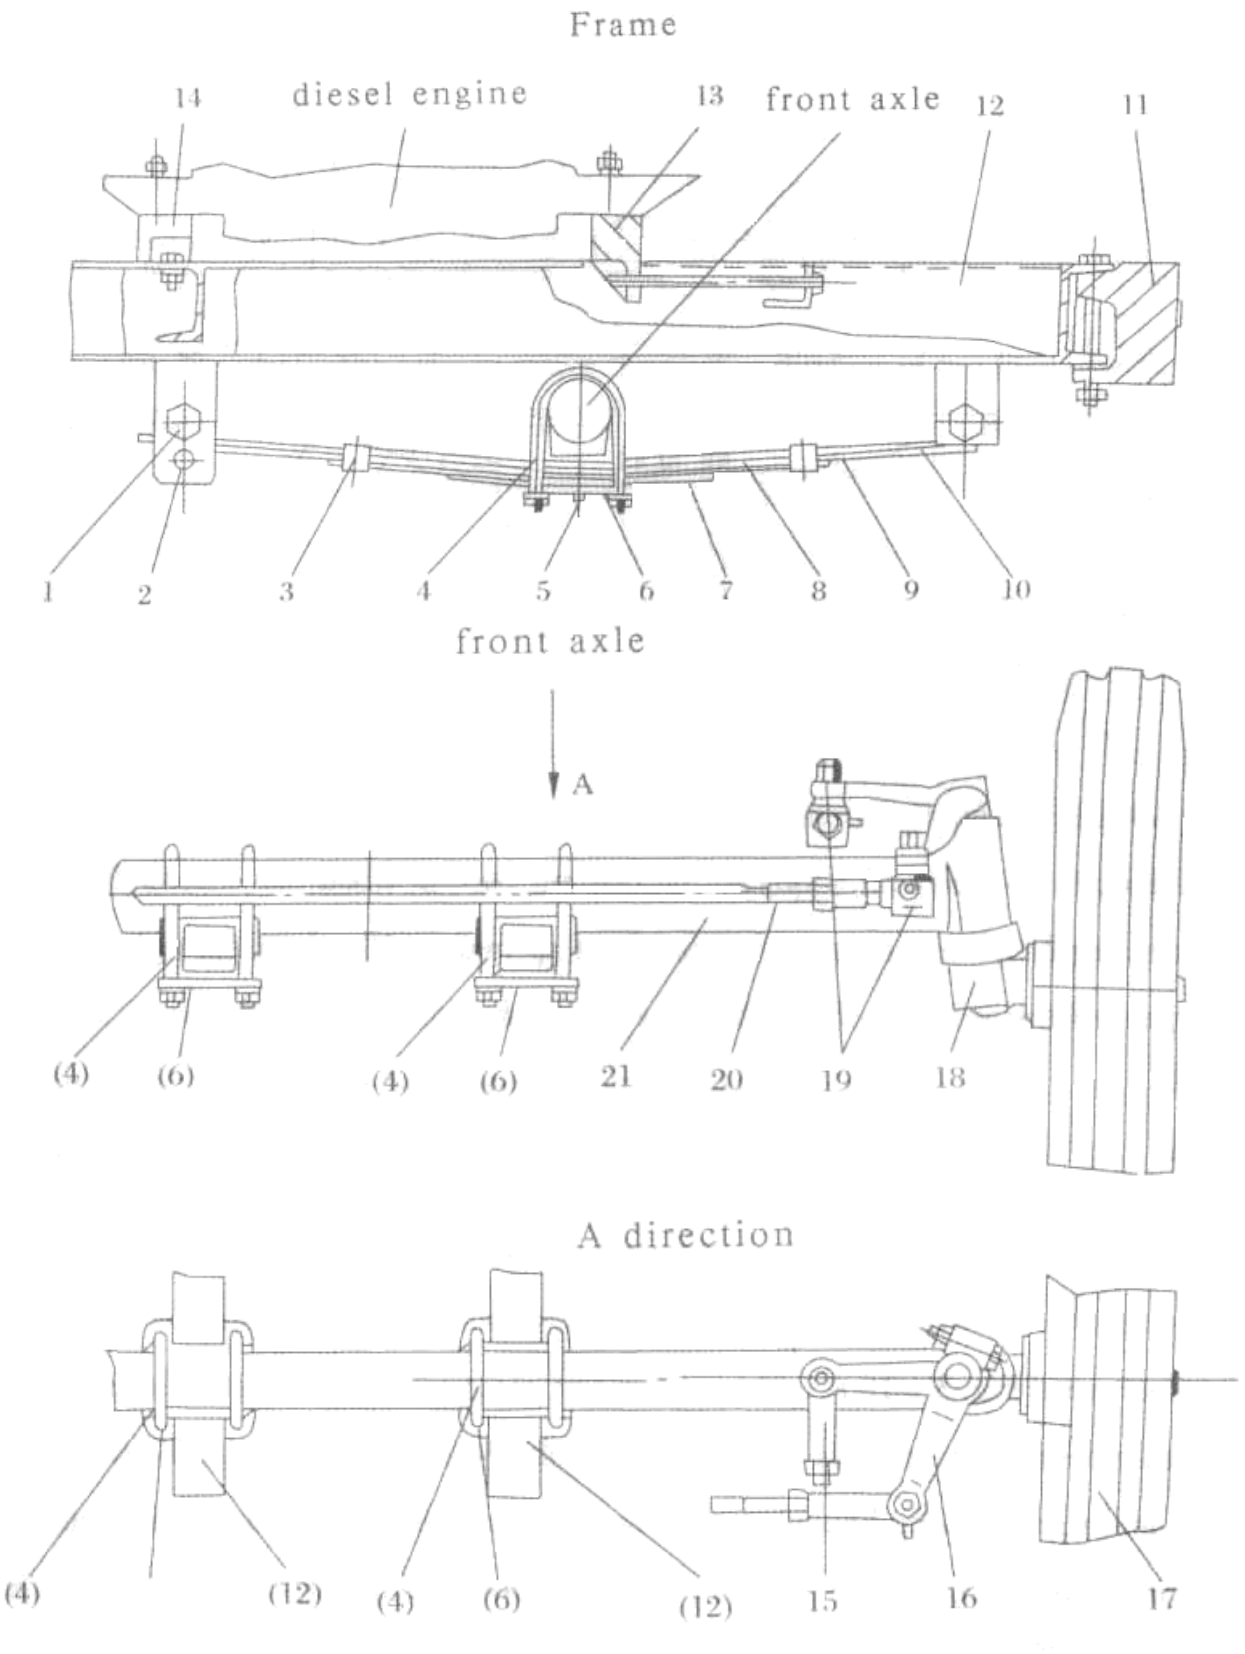
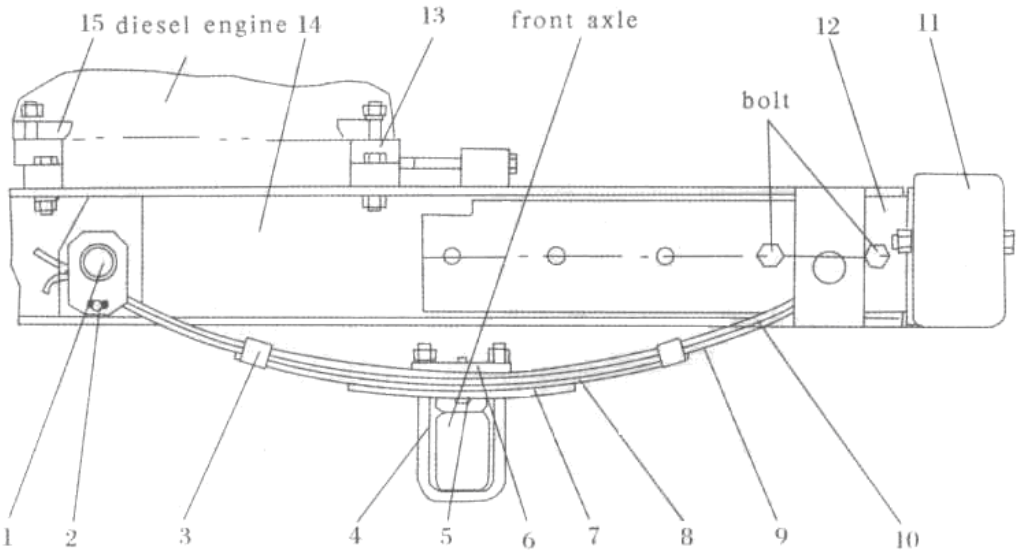

Рис. 3-16. Рама и передняя ось (с передним амортизатором и передним балластом).
Рис. 3-17. Рама и передняя ось (с передним амортизатором и удлиняющимся бампером).
2. Стальной соединитель с передним амортизатором: (рис. 3-16)
3. Передний амортизатор, удлинение бампера, стальной соединитель: (рис. 3-17)
Передняя ось с передним амортизатором (рис. 3-16, рис. 3-17).
Передняя ось соединена с рессорой U-образными болтами 4 и фиксирующей пластиной 6, рессоры соединены с рамой рессорным валом 1 и штифтом вала 2. Рис. 3-16 отображает переднюю ось с передним амортизатором, который соединен с составной швеллерной рамой. Рис. 3-17 отображает структуру расширительного бампера. Существует два типа ширины колеи: 1140 мм и 1240 мм.